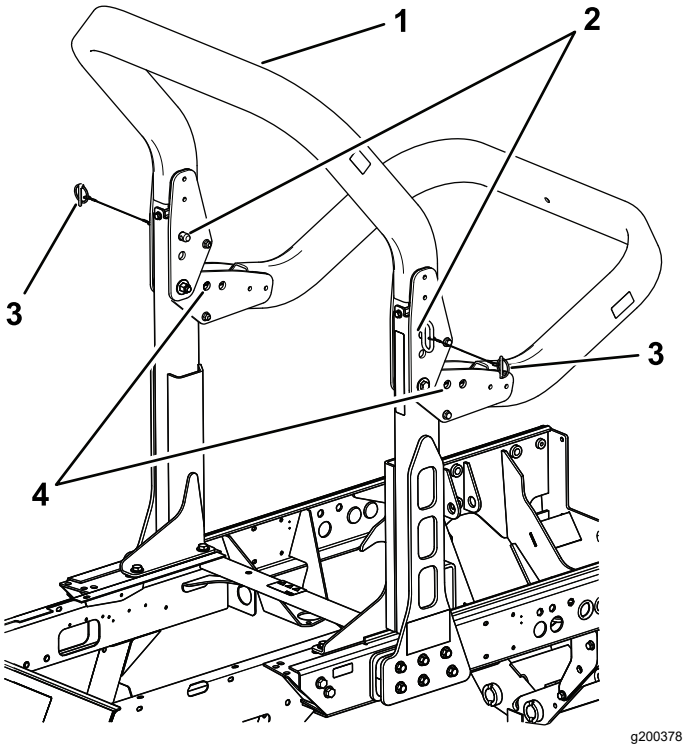

Рисунок 73
2. Поддерживайте верхнюю раму защитной дуги, когда снимаете шплинты и шплинтуемые штифты с кронштейнов осей поворота (Рисунок 73).